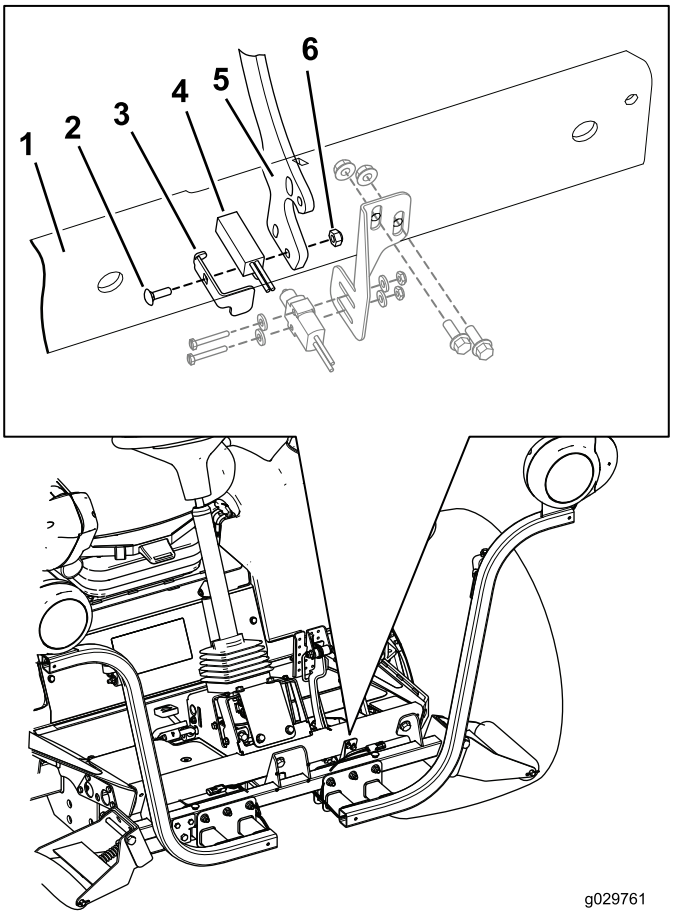

Figur 16
1. Adskil nærhedssensoren på bremsepedalhåndtaget (Figur 16), og læg alle dele til side, undtagen nærhedssensoren.
2. Monter nærhedssensoren på bremsehåndtaget vha. bræddebolten (nr. 10 x 5/8 tomme), bremsesensorpladen, nærhedssensoren og låsemøtrikken (nr. 10) som vist i Figur 16.